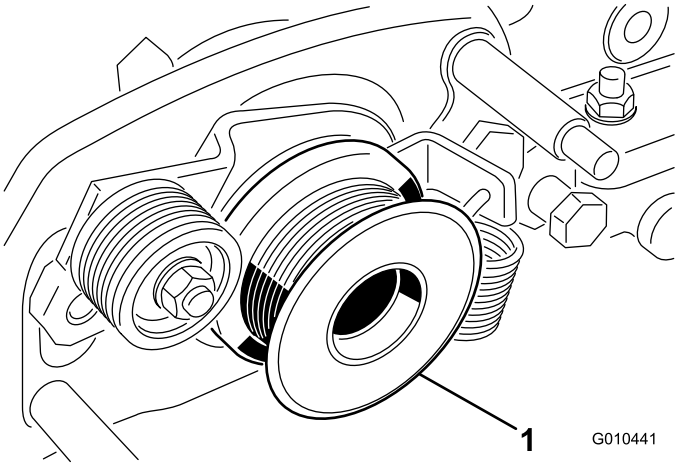

Figura 34
7. Rimuovete la puleggia motrice del groomer dall'albero del cilindro (Figura 34).